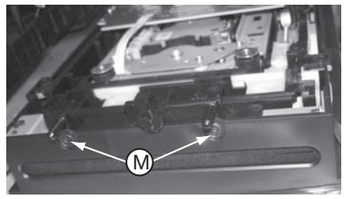

Figure 13
2) Loosen 2 screws “M” to remove the BD module as shown in figure 13.